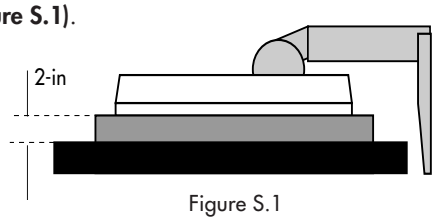

Figure S.1
2. Placez le moniteur la face vers le bas sur une surface non abrasive (placez l'écran sur une plate-forme de 55 mm de manière à ce que le support soit parallèle à la surface) (**Figure S.1**).